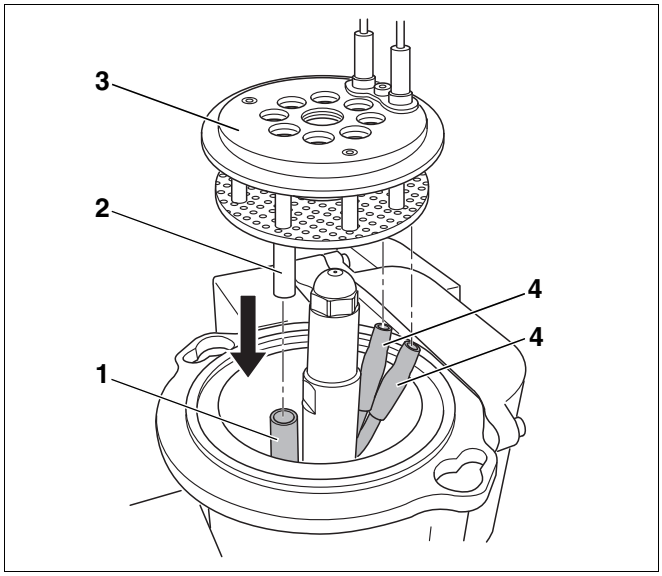

Abb. 30 Mischsystem montieren
- Mischsystem (Abb. 30, **Pos. 3**) wieder einsetzen.
- Zündleitungen (Abb. 30, **Pos. 4**) korrekt befestigen.
- Sichtrohr (Abb. 30, **Pos. 2**) in das Halterohr (Abb. 30, **Pos. 1**) schieben.